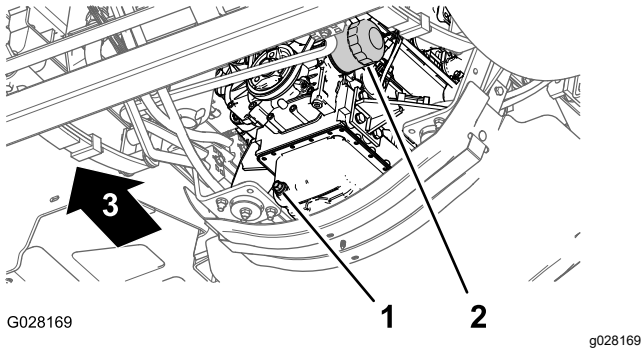

Рисунок 79
3. Поместите сливной поддон под масляный фильтр двигателя (Рисунок 79).
4. Снимите старый масляный фильтр (Рисунок 79).
8. Установите масляный фильтр на переходник фильтра и поворачивайте его по часовой стрелке, пока резиновая прокладка не войдет в контакт с переходником фильтра, после чего затяните фильтр, повернув его еще на 1/2 оборота (Рисунок 79).
1. Подставьте под пробку сливного отверстия сливной поддон (Рисунок 79).
2. Снимите пробку сливного отверстия (Рисунок 79) и дайте маслу полностью стечь.